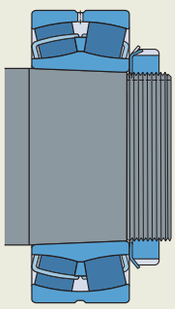

Fig. 19
- un manguito de fijación y un anillo distanciador (**fig. 19**), si se requiere posicionamiento axial preciso o se producen cargas axiales elevadas